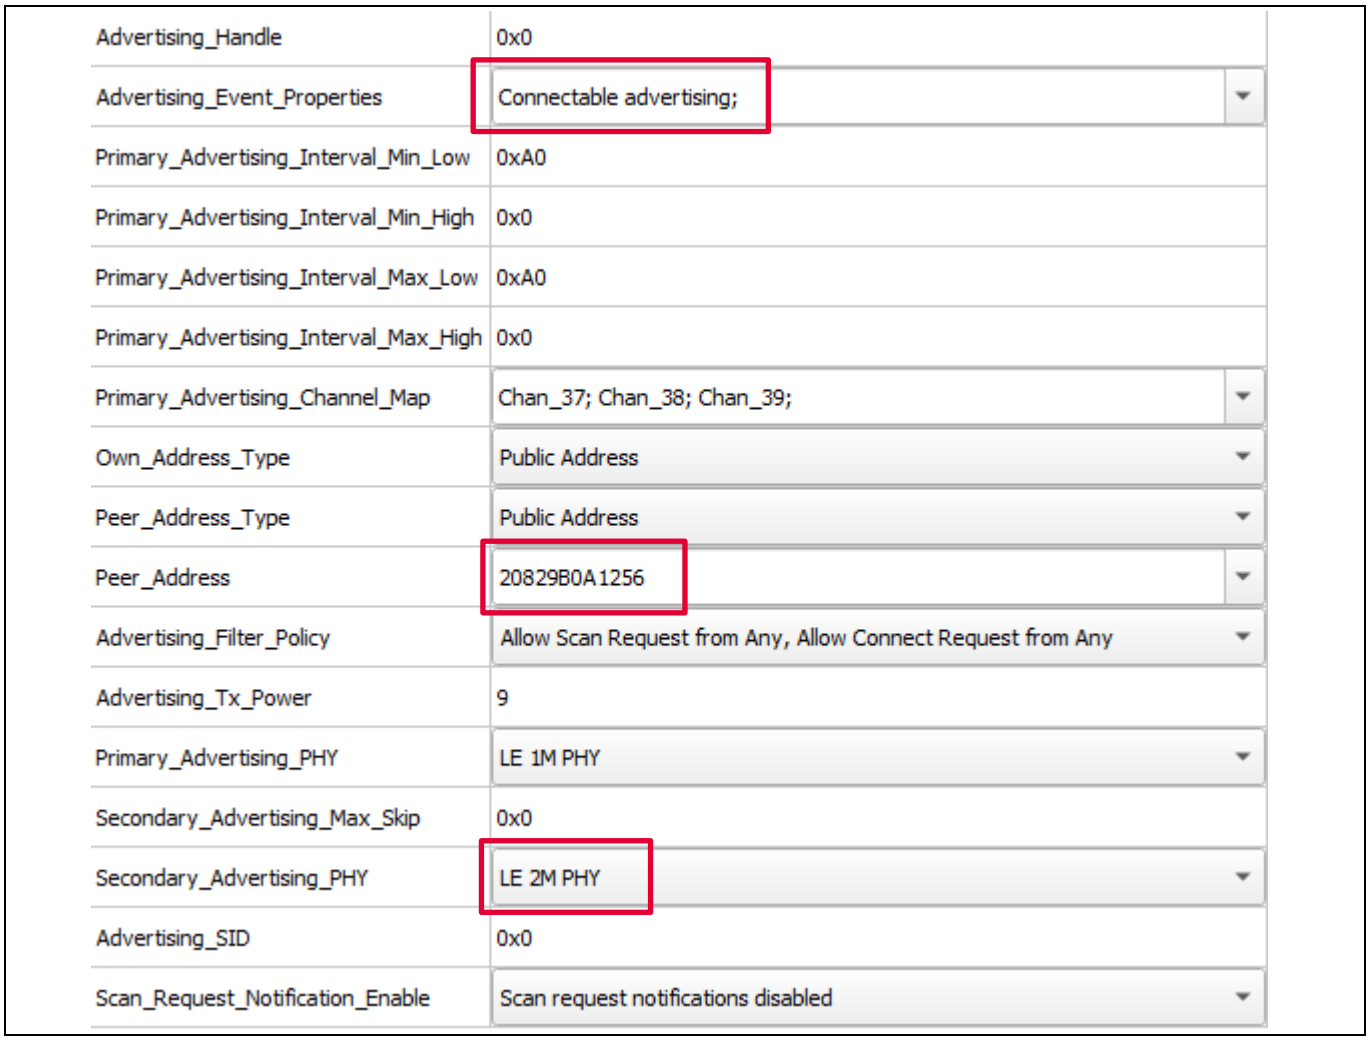

Figure 18 LE_Set_Extended_Advertising_Parameters command
5. On the parameter pane on the right, configure the following parameters and then click **Send**. See Figure 18.